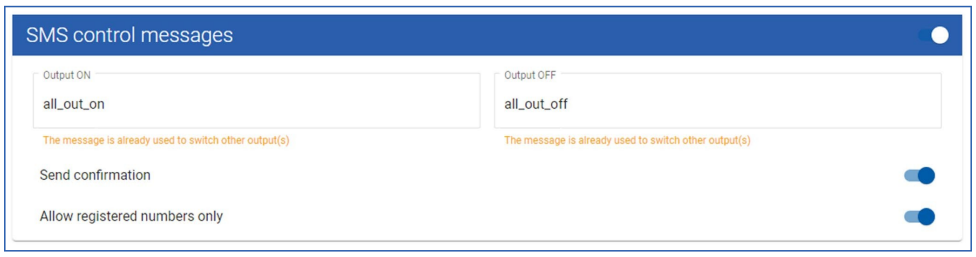

Figura 6.21: Commutazione di più uscite con lo stesso messaggio di comando SMS.
- Un'avvertenza indica che lo stesso messaggio di comando è utilizzato per più di un'uscita (Figura 6.21).